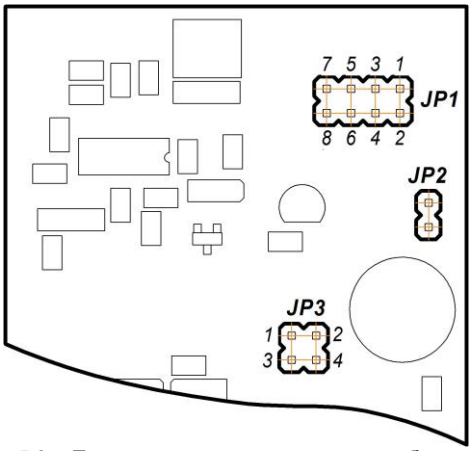

*Рисунок 5.2 – Положение перемычек на плате блока БУС-41*
5.2.2 Для переналадки блока на другие типы входного сигнала используйте рисунок 5.2 и таблицы 5.2.1 и 5.2.2.